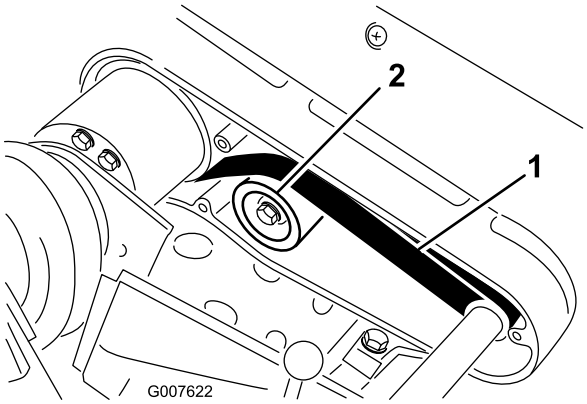

Figur 38
2. Kontroller hvor stram remmen er ved å presse på mellomspennet (Figur 38) med en kraft på 22–26 N. Remmen skal gi etter 6 mm.
A. Løsne monteringsmutteren på lederullen, og vri lederullen med klokken mot baksiden av remmen helt til du oppnår ønsket remspenning (Figur 38).